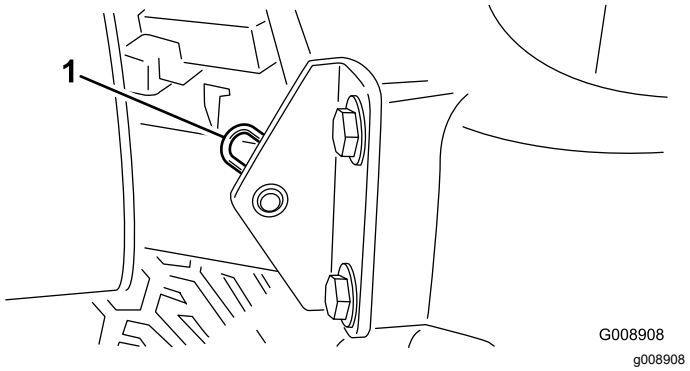

Figur 43
2. Fjern hårnålssplinten som fester panseret til monteringsbrakettene (Figur 43).